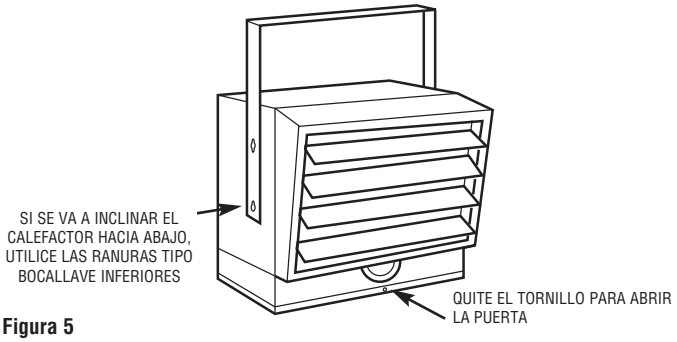

Figura 5
3. Levante el calefactor y colóquelo en el soporte de montaje. Alinee los tornillos que están en cada lado del calefactor con las ranuras tipo bocallave de los soportes de montaje. Si se va a inclinar el calefactor, debe posicionárselo en las ranuras tipo bocallave inferiores (vea la Figura 5). Apriete los tornillos del soporte de manera que la unidad quede firme y suspendida en la posición deseada.
1. Para conectar la alimentación eléctrica al calefactor, simplemente quite el tornillo del frente de la unidad. Esto permite abrir el fondo abisagrado, proporcionando acceso al conexionado eléctrico y sus conectores. (Vea la Figura 5).